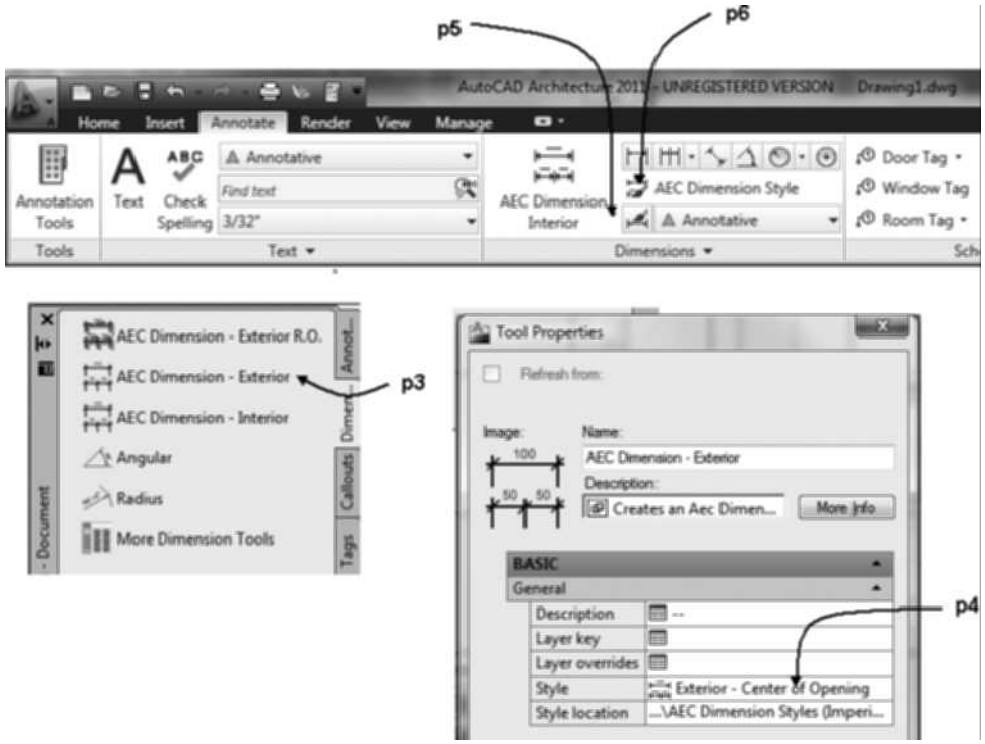

FIGURE 11.9 *AEC Dimension style of palette dimension tools*
8. Right-click the **AEC Dimension – Exterior** dimension of the Dimensions palette shown at **p3** in Figure 11.9, choose Properties from the shortcut menu to open the Tool Properties palette.
9. The AEC Dimension – Exterior tool applies the Exterior – Center of Opening AEC dimension style as shown at **p4** as shown in Figure 11.9.
11. Verify the Annotate tab is current. Choose the flyout at **p5** as shown in Figure 11.9 to view the three available AEC Dimension tools.
12. Click at **p6** as shown in Figure 11.9 to open the Style Manager to view the AEC Dimension Styles of the drawing.